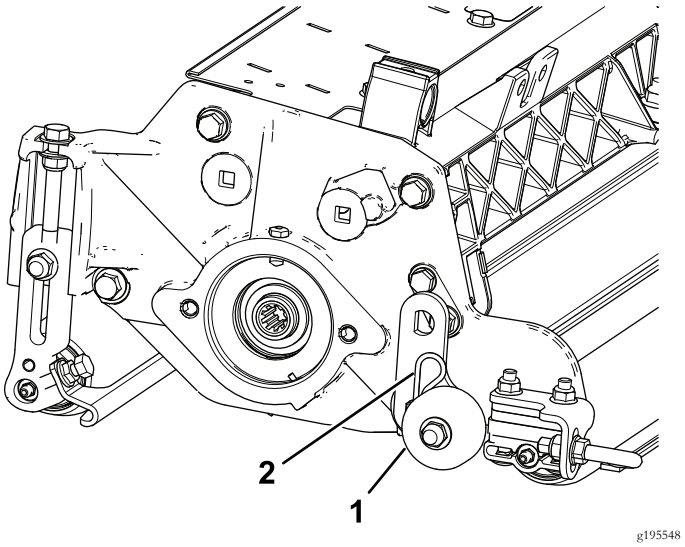

Figure 4
2. Secure a transport roller bracket to each side plate pin with a cotter pin (Figure 4).